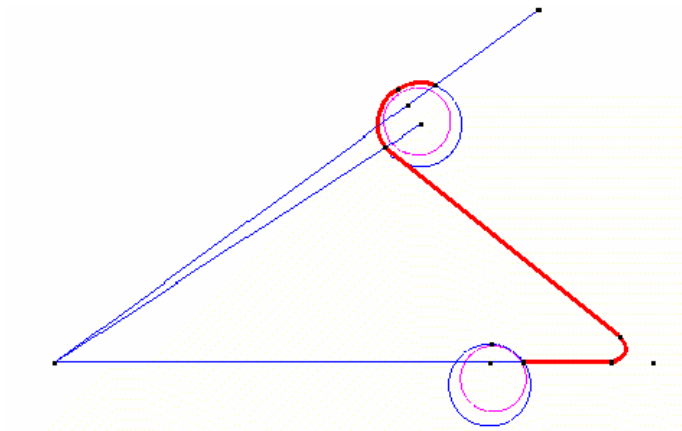

Figure 14. Lines to be selected
2. In the **Sent To** menu of the **Layers** window, choose **Lines** in order to select the lines to be translated. Select only the lines that form the profile (Figure 14). To conclude the selection process, press the **ESC** key or click **Finish** in the **Layers** window.